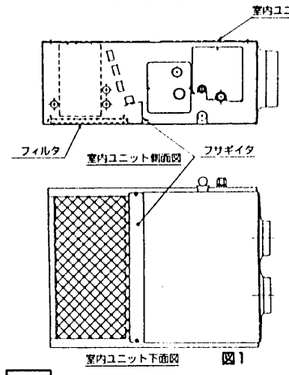

図1
1. 作業に取掛かる前に、フサギイタの取付位置を確認してください。(図1参照)